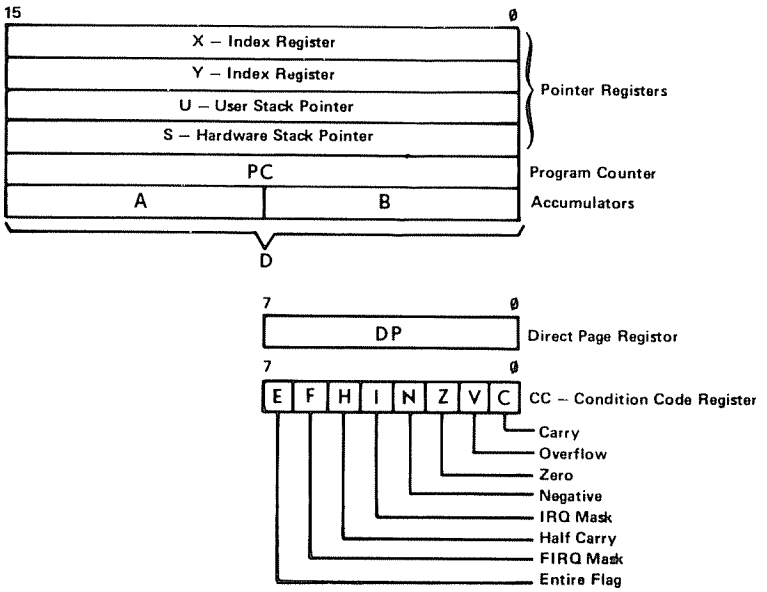

FIGURE 3. PROGRAMMING MODEL OF 6809E CPU
Figure 3 shows the programming model of the 68Ø9E CPU. A and B are the two 8-bit accumulators. They are used for arithmetic operations and data manipulation. Also A and B may be combined to form the 16-bit register D, with A as the most significant byte. The Program Counter (PC) is used primarily for the CPU to keep track of its location in memory. X and Y are both 16-bit index registers. They are used by software to point to certain data or program segments in memory. The Hardware Stack Pointer (S) is used by the processor during subroutine calls and interrupts. Also available in the 68Ø9E is the User Stack (U) which has all of the flexibility of the Hardware Stack, and is controlled exclusively by the programmer. In addition to all of the pointers and registers the 68Ø9E also has a Direct Page Register (DP) and a Condition Code Register (CC). The Direct Page Register contents are used as the upper 8 bits of address when the direct addressing mode is used. This allows the direct mode to be used any place in memory. The Condition Code contains all of the arithmetic flags plus the mask bits for IRQ* and FIRQ*. These arithmetic flags are used to control all of the conditional branches. The mask bits allow the CPU to ignore all but the non-maskable Interrupt.